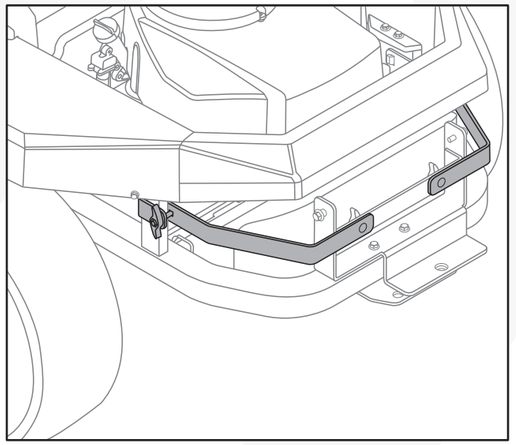

Fig. 6
4.En la Fig. 6 se muestra el soporte inferior del recogedor fijado a la podadora.